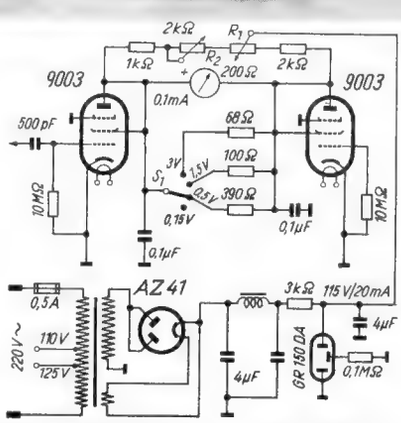

Bild 4. Schaltung des Audion-Röhrenvoltmeters
Rechts: Bild 4. Magnetabmessungen zur Festlegung des Luftspaltquerschnittes Q_L
$$Q_L = \left(\frac{d_1 + d_2}{2}\right) \pi \cdot h \text{ cm}^2 \textbf{ (Bild 4)} \qquad (3)$$
Die in **Bild 4** gezeigte Schaltung eines Audionröhrenvoltmeters für den Gesamtmeßbereich von 0 01...3 V, der in vier Einzelbereiche aufgeteilt ist, verwendet zwei Pentoden 9003. Die erste Röhre befindet sich aus bekannten Gründen in einem Tastkörper. Die zweite Pentode 9003 dient zur Kompensierung des Anodenruhestromes. Die Nullpunkteinstellung geschieht durch den 2 kΩ-Regler R_2, der lineare Kennlinie besitzen soll. Eine zusätzliche Nullpunktabgleichung gestattet das 200-Ω-Potentiometer R_1, das als Feinregler gedacht ist.